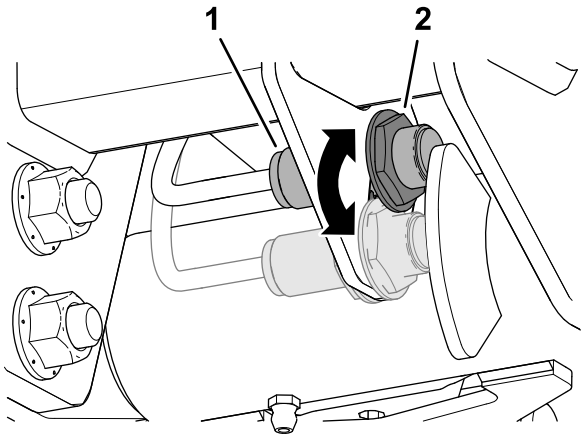

Figura 86
3. Slăbiţi contrapiuliţa care fixează comutatorul braului de ridicare pe plăcua cu comutatoare (Figura 86).